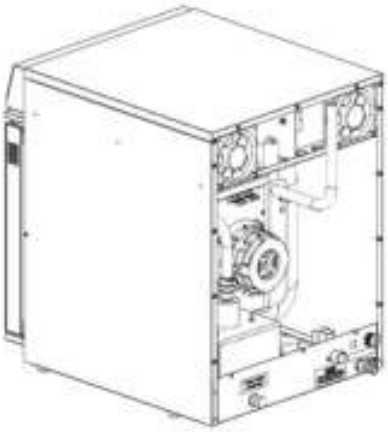

Рис. 4
1. Снять с пароконвектомата стенку заднюю, открутив крепеж (см. Рис. 4);